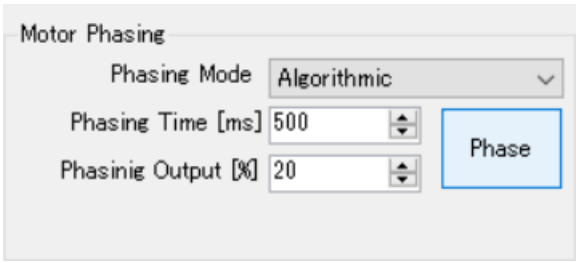

Figure 4-6 "Phase" Button
(16) Press the "Phase" button (Figure 4-6) to adjust the motor phase.